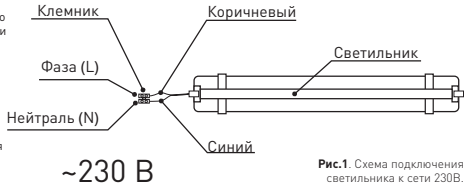

Рис.1. Схема подключения светильника к сети 230В.
4.3.2. Этот провод необходимо подключить к проводу источника питания с помощью внешнего клеммника (в комплект не входит) в соответствии со схемой, изображенной на рис.1